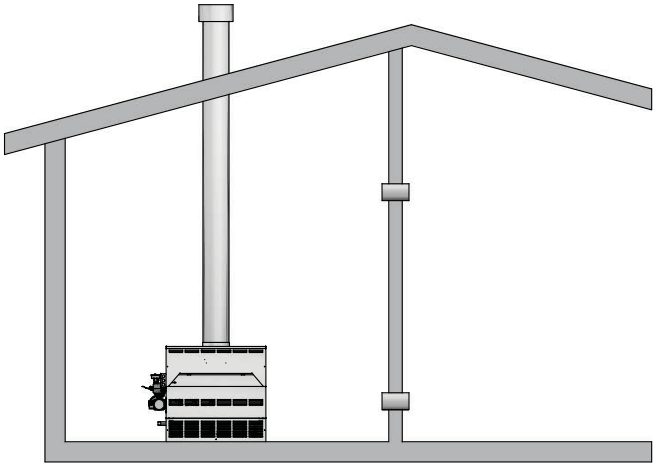

***Figure 1-5**_Combustion Air from Interior Space*
3. If air is taken from another interior space that is adequately ventilated, each of the two openings specified above should have a net free area of one square inch for each 1000 Btu/hr (22cm2 per kW) of input, but not less than 100 square inches (645cm2) (see FIG. 1-5).